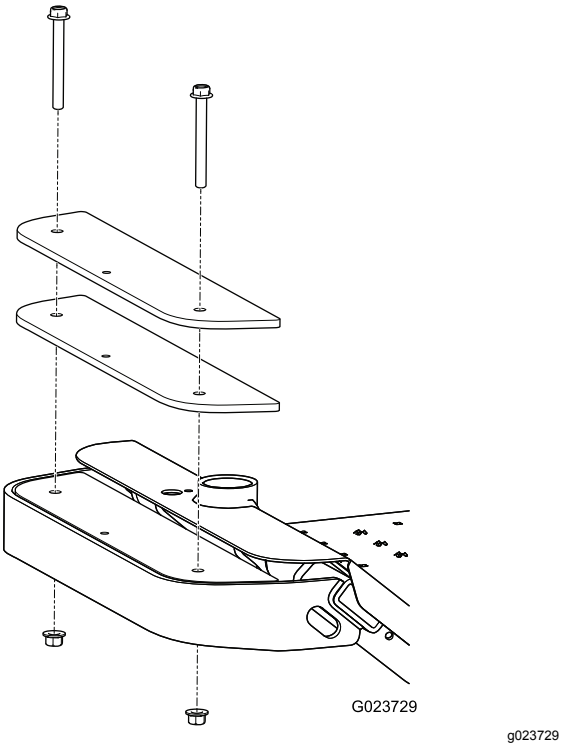

Figur 12
1. Fjern de to boltene og mutterne som fester de eksisterende vektene foran på maskinen (Figur 12).